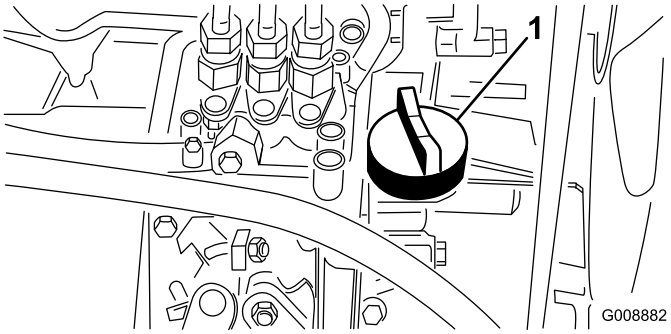

Figur 25
4. Hvis oljenivået er lavt, må du ta av oljelokket (Figur 25) og gradvis helle på små mengder olje, samtidig som du sjekker nivået, til det når opp til Full-merket på peilestaven.